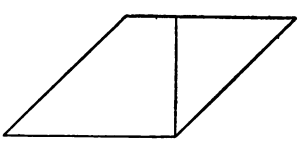

FIG. 19.
41. A **rhombus** (Fig. 19) is a parallelogram having equal sides, and whose angles are not right angles.